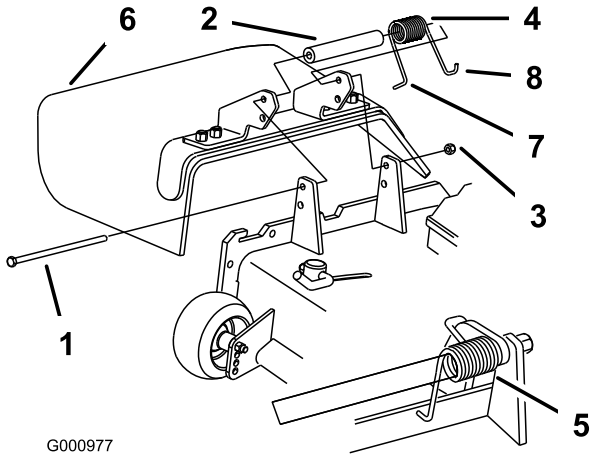

**Figuur 92**
1. Verwijder de borgmoer, bout, veer en afstandsstuk waarmee de grasgeleider vastzit op de draaibeugels (Figuur 92). Verwijder een beschadigde of versleten grasgeleider.
**Opmerking:** Zorg ervoor dat het **L**-vormige uiteinde van de veer achter de rand van het maaidek is geplaatst voordat u de bout bevestigt zoals wordt getoond in Figuur 92.
3. Monteer de bout en de moer. Plaats het **J**-vormige haakeind van de veer om de grasgeleider (Figuur 92).